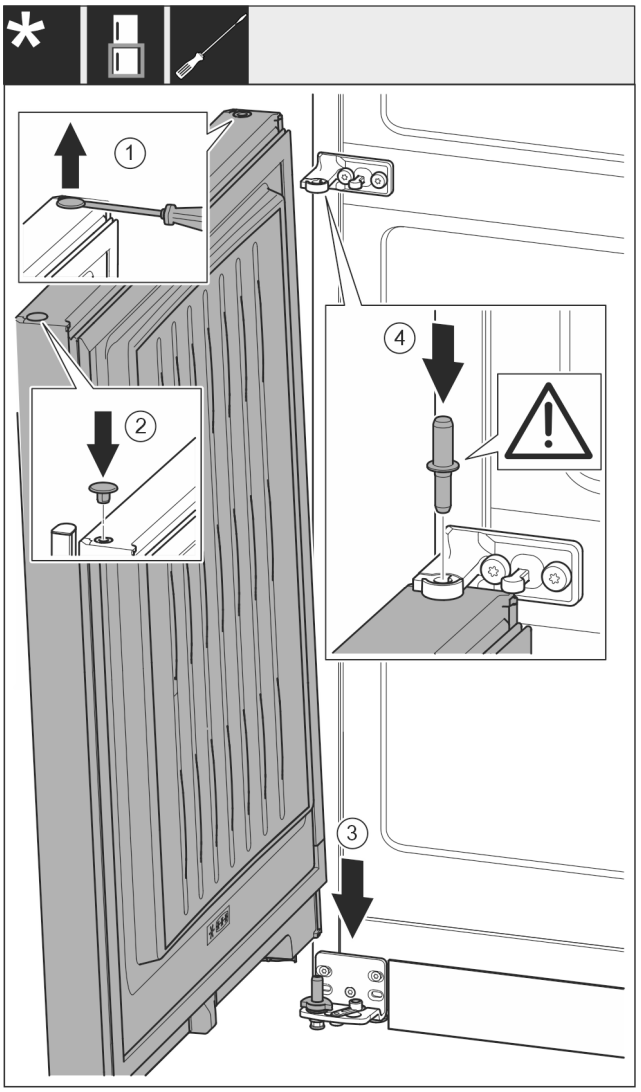

Fig. 19
- ▶ Løft proppen forsiktig opp med en skrutrekker, og trekk den ut. *Fig. 19 (1)*
- ▶ Sett proppen inn igjen på den andre dørsiden. *Fig. 19 (2)*
- ▶ Sett døren ned på den nederste lagerbolten ovenfra. *Fig. 19 (3)*
- ▶ Sett midtre lagerbolt gjennom midtre lagerbukk i nedre dør. Pass samtidig på at låsebolten peker bakover. *Fig. 19 (4)*